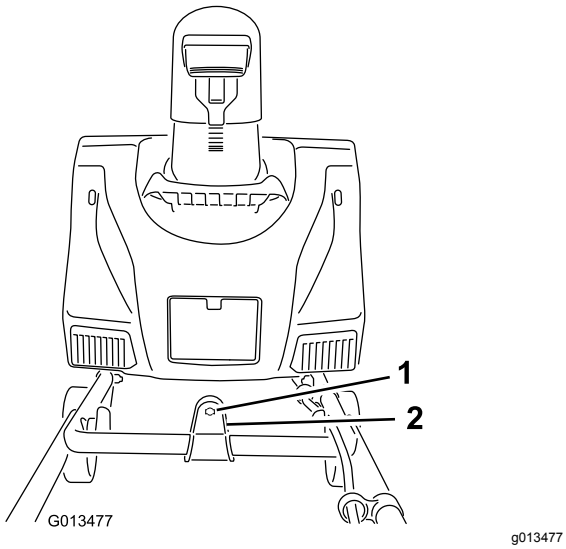

**Figure 4**
2. Insérez l'extrémité de la tige d'orientation de la goulotte dans le trou de clavette du support qui est fixé au sommet de la partie inférieure du guidon (Figure 4).